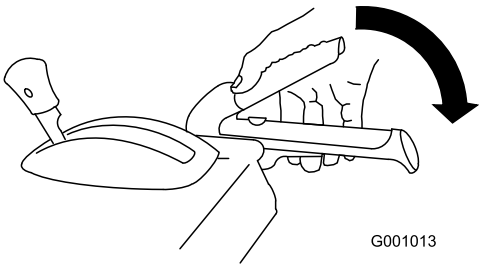

Figur 31
1. Pressa ned det högra reglaget (matarskruvs-/impellerreglaget) till handtaget för att koppla in matarskruvs-/impellerdrivningen (Figur 31).